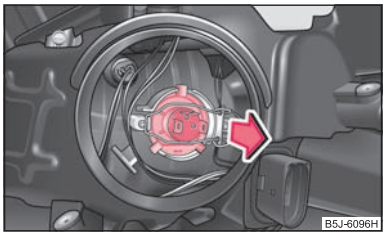

Fig. 168 Desmontaje de la bombilla para la luz de cruce y de carretera
- Retirar el conector de lámpara, desbloquear el alambre elástico y sacar la bombilla hacia atrás ⇒ página 207, fig. 168.